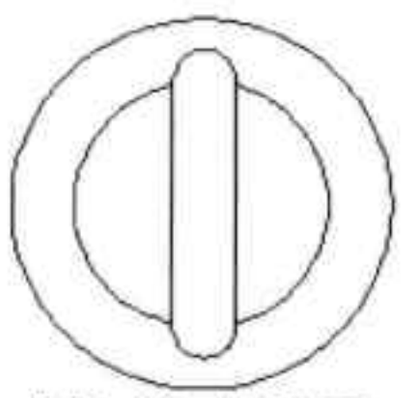

图6-96 修剪图形
Step23 执行“修剪”命令，对刚绘制的小圆角矩形中的线段进行修剪，如图 6-96 所示。